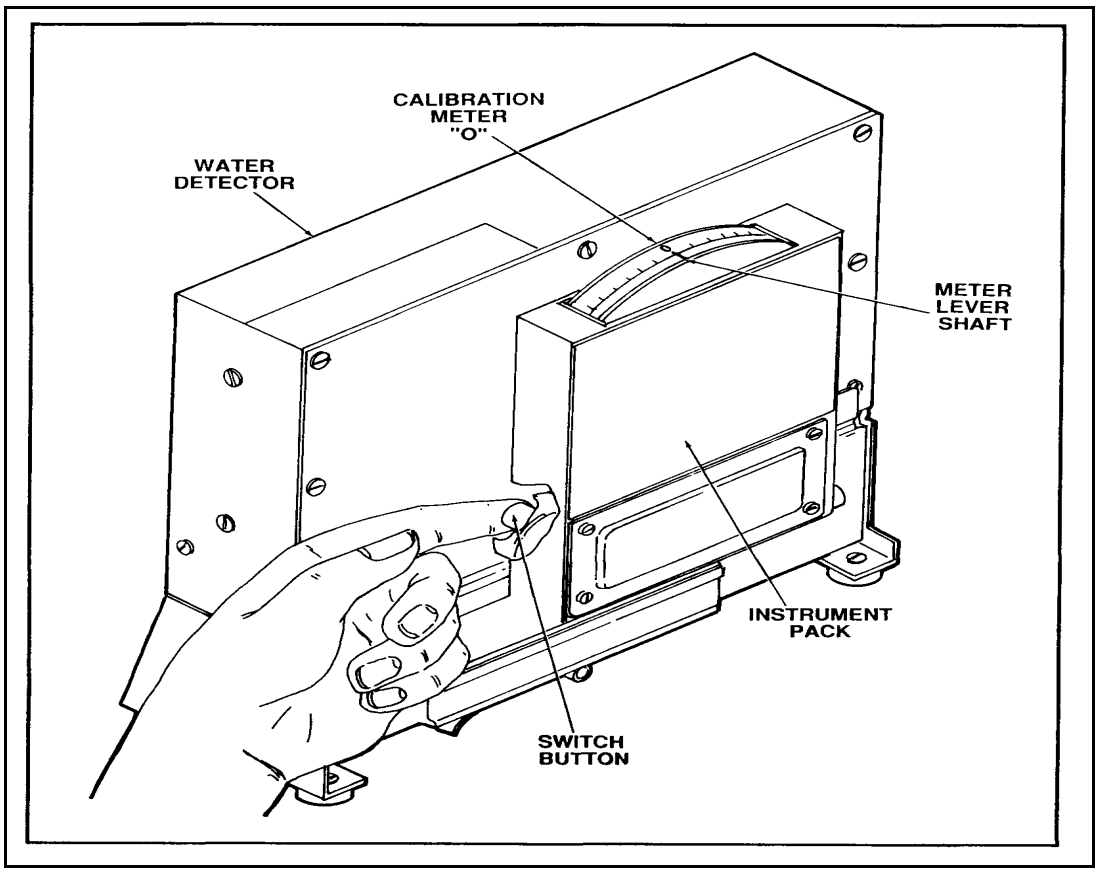

Figure E-6. Calibration meter lever shaft reading "0"
• Depress the switch button on the instrument pack and read the calibration meter. If the meter reads "0," the water detector is calibrated as shown in Figure E-6, page E-5. If the meter reads any increment other than "0," you must adjust the internal calibration screw until the water detector is "zeroed-out."